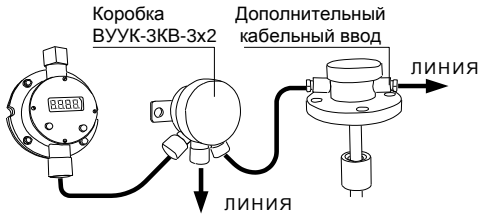

Рисунок 3
– «внешней» системе измерительной СЕНС. При этом, для соединения линии питания-связи систем используются дополнительный кабельный ввод преобразователя или коробка ВУУК (рисунок 3). Питание преобразователей – от внешней линии питания-связи, сигнализатора – от встроенной батареи;